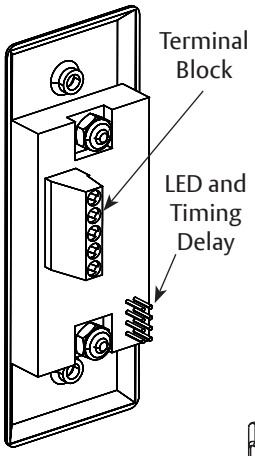

Figure 7
4. Use small flat head screwdriver to connect 24VDC and activation wiring with terminal block. (Fig 7) See “Wiring”, page 2 and appropriate wiring diagram of door operator instructions.